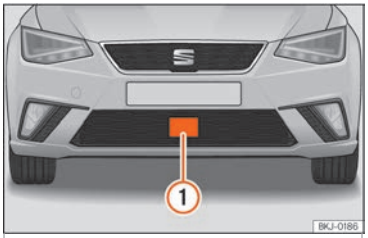

Fig. 232 No para-choques dianteiro: sensor de radar.
No para-choques dianteiro está montado um sensor de radar para captar a situação do trânsito ››› **Fig. 232** ①.